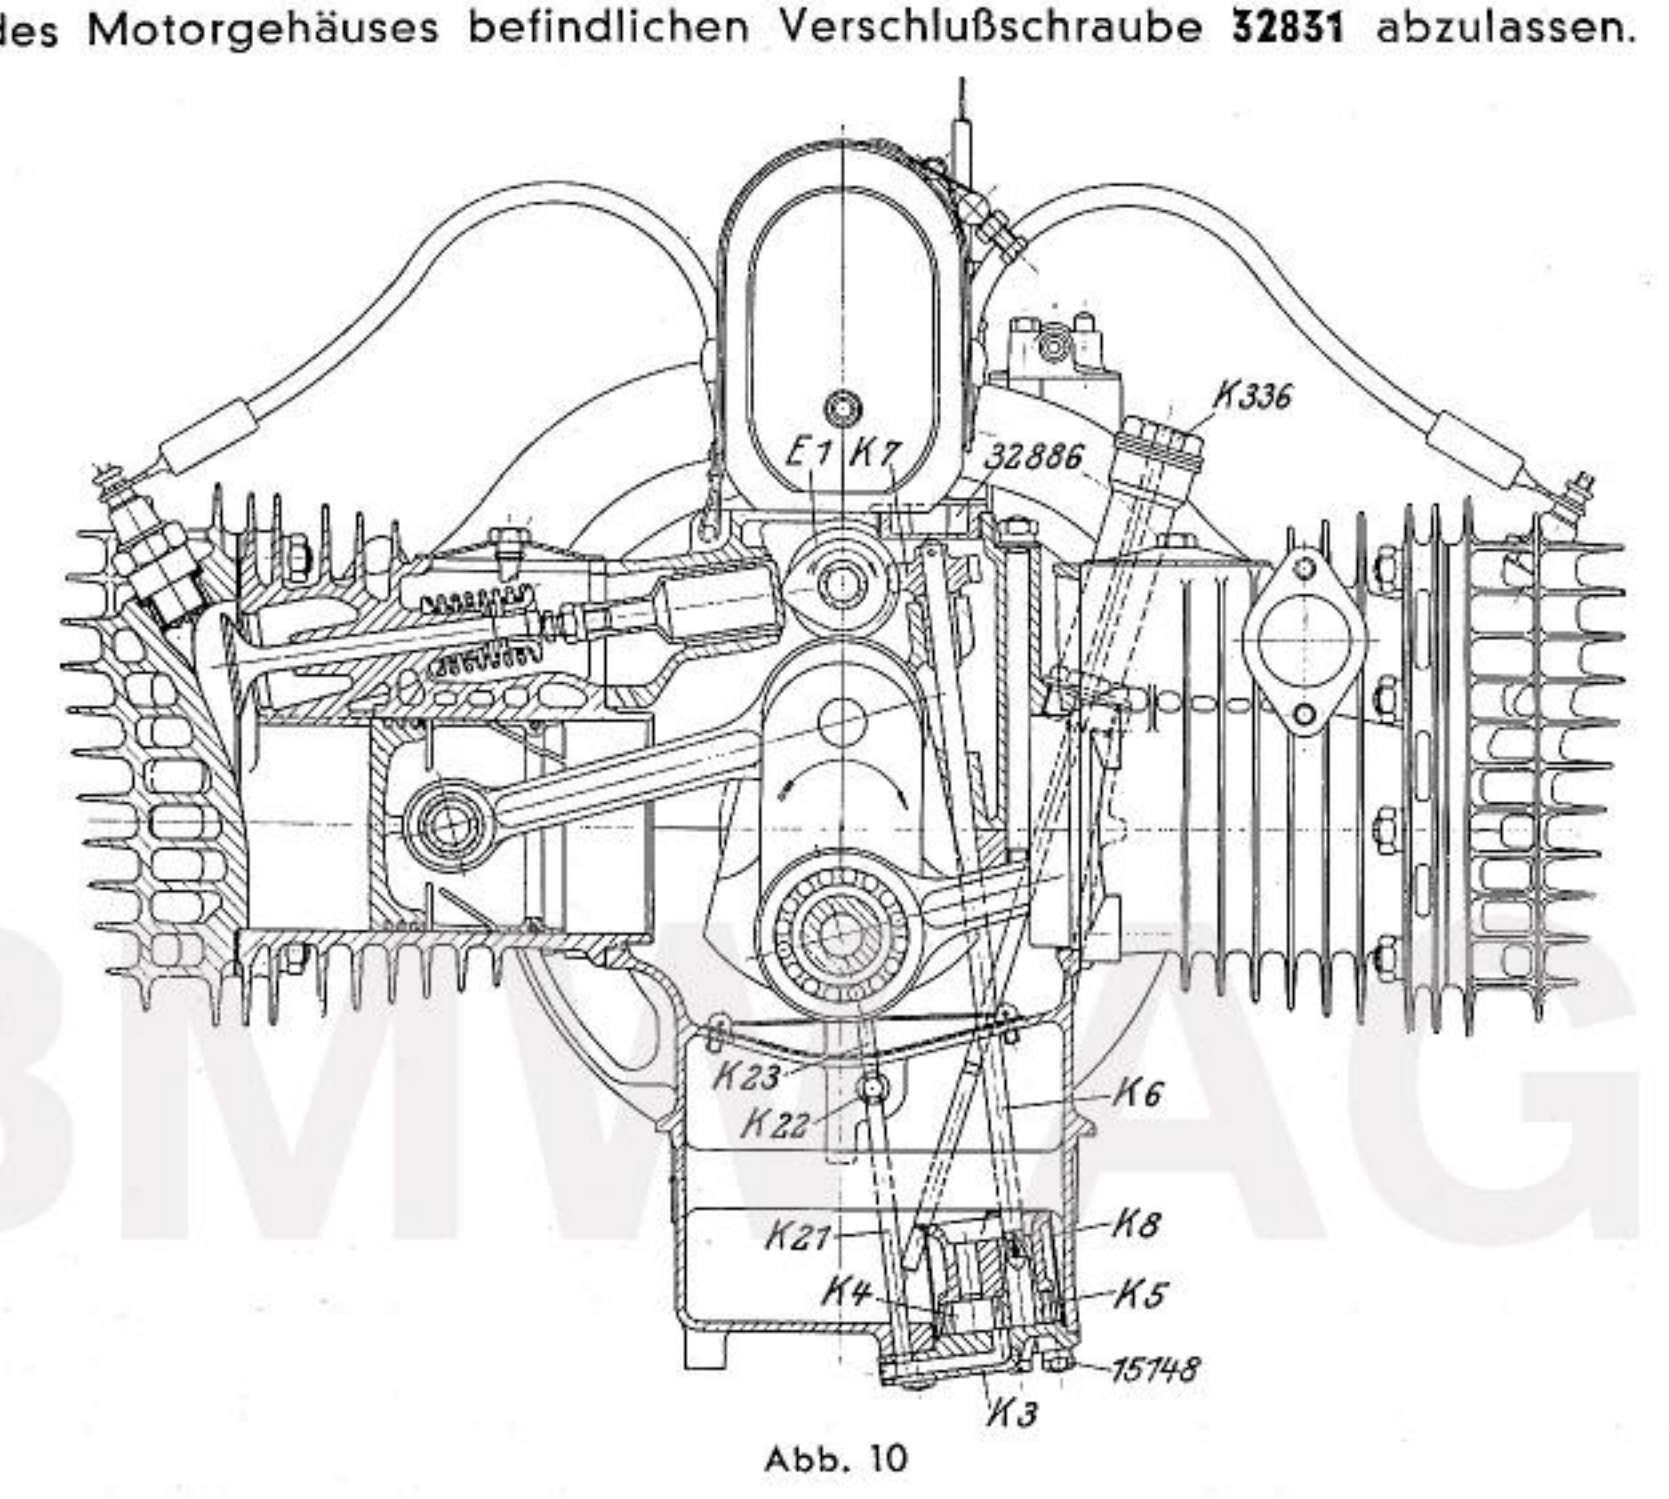

Abb. 10
9. Schmierung und Ölkontrolle: Die Schmierung erfolgt unter hohem Druck vollkommen selbsttätig wie bei einem neuzeitlichen Kraftwagenmotor, so daß ausreichende Ölversorgung auch bei höchster Beanspruchung sichergestellt ist. Eine im Motorgehäuseunterteil eingebaute Zahnradpumpe (Abb. 10) saugt durch einen Seiher **K 8** das Öl durch die Tätigkeit der beiden Zahnräder **K 5** und **K 4** an, von denen das erstere mittels einer Welle **K 6** und Schneckenrad **K 7** von der auf der Steuerwelle **E 1** sitzenden Schnecke angetrieben wird. Das Öl wird durch eine Bohrung im Deckel **K 3** in das Steigrohr **K 21** gedrückt und gelangt in das Ölverteilungsrohr **K 22** und von hier aus durch die senkrechten Ölrohre **K 23** und die kalibrierten Öldüsen **K 24** zu den Kurbelwellenlagern. Durch die hohlgebohrten Zapfen wird das Öl mittels Ölkanälen sämtlichen Lagerstellen zugeführt. Die Schmierung der Kolben und Kolbenbolzen erfolgt durch das von der Kurbelwelle gegen die Zylinderwandungen geschleuderte Öl.